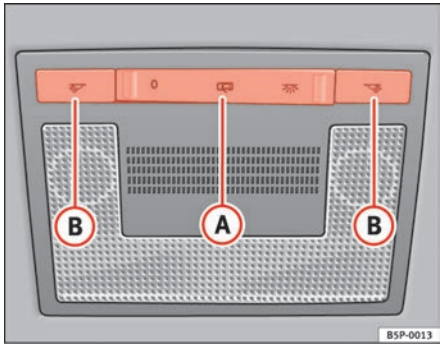

Fig. 80 Interior roof trim: front interior lights
The switch (A) ⇒ page 118, fig. 80 is used to select the following positions:
The switch (A) ⇒ fig. 80 is used to select the following positions:
Push the switch to the position O ⇒ fig. 80.